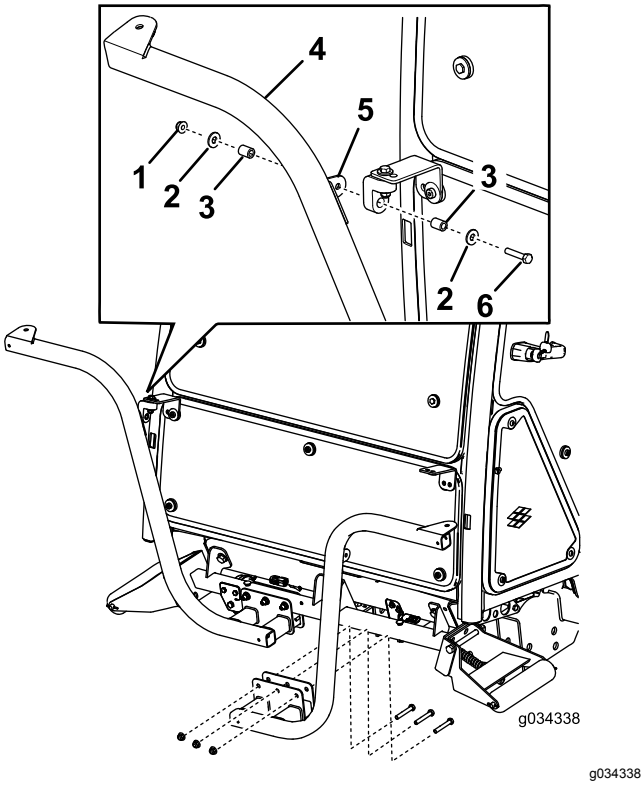

Figure 9
3. Loosely install the left and right headlight brackets to the front of the roller-support tube with 6 bolts (3/8 x 2-1/2 inches) and flange nuts (3/8 inch). Position the brackets as shown in Figure 9.